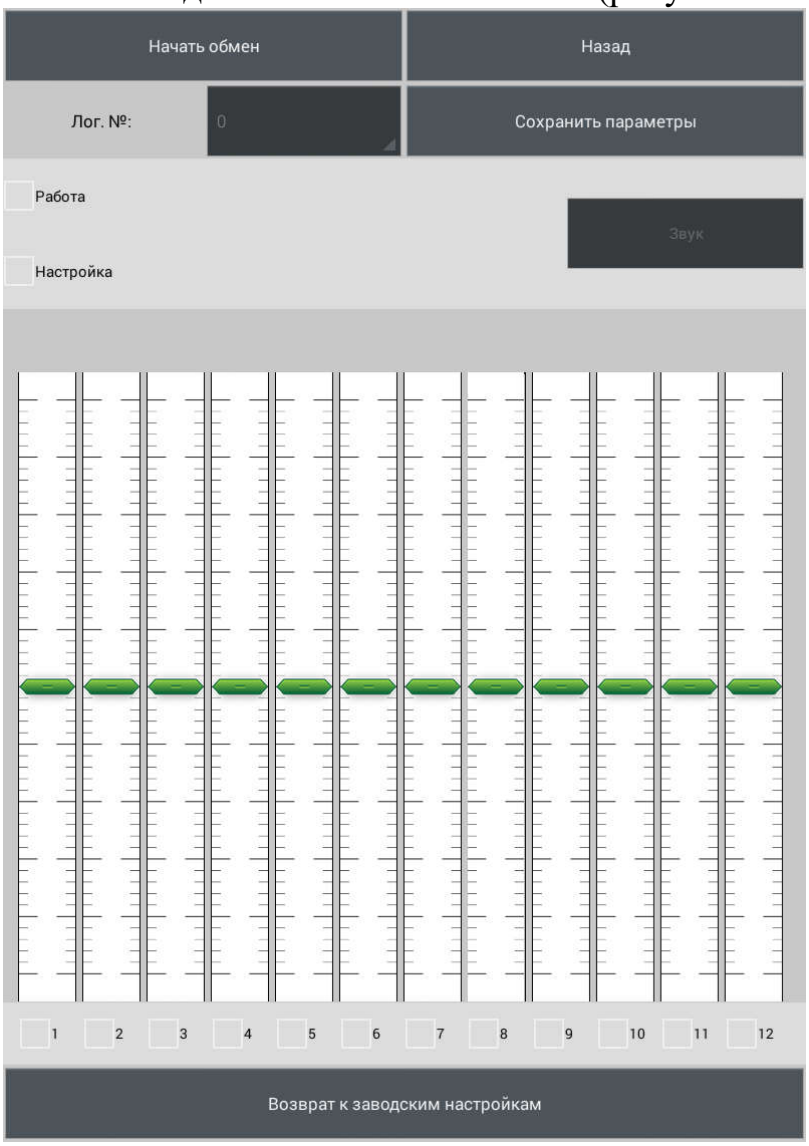

Рисунок 2.31
2.3.7.4.7 Нажать кнопку «Да». После успешного соединения кнопка «Подключиться» изменит надпись на «Начать обмен» (рисунок 2.31).
2.3.7.5.6 Откроется рабочее окно программы (рисунок 2.31).